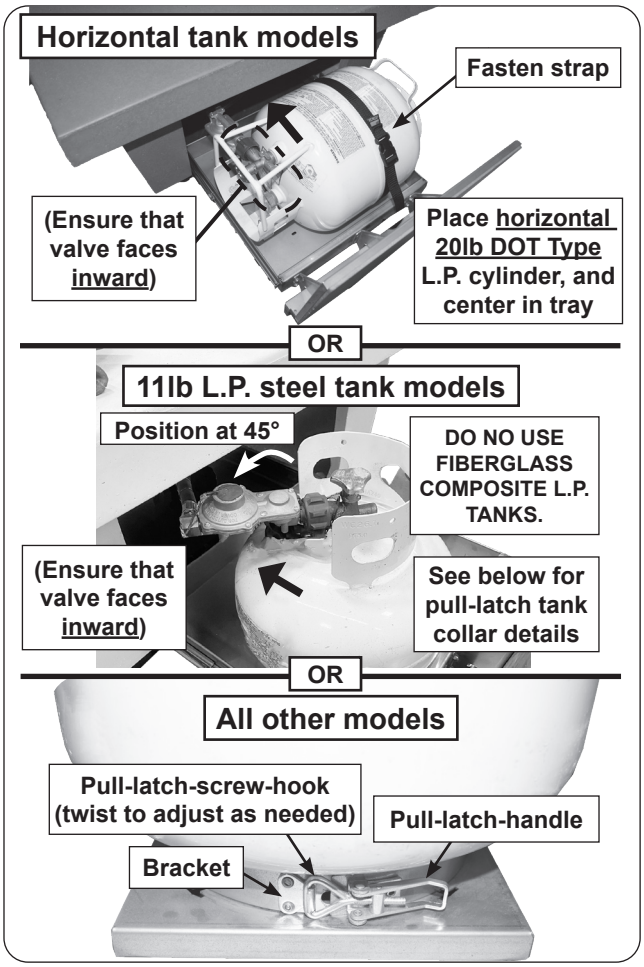
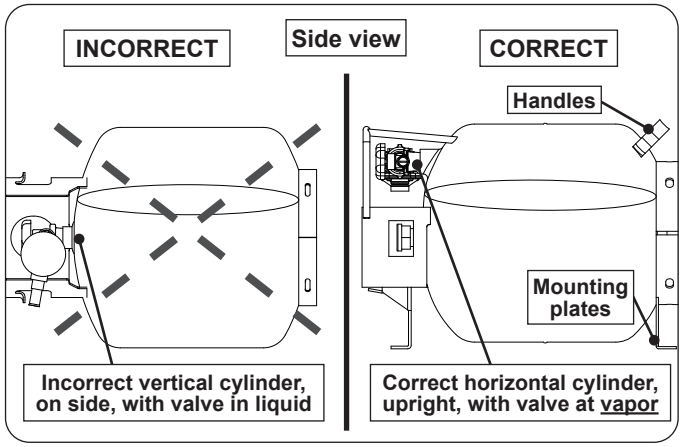

Fig. 38-2 L.P. Cylinder placement
Fig. 38-3 Horizontal L.P. Cylinder detail (if applicable)
3. The propane cylinder (not included) is to be located inside the base of the unit, via the storage door/drawer opening. Insert the cylinder into the tank holder tray and secure it. See Fig. 38-2, Fig. 38-3 (if applicable), and the details below:
- Ensure it is in the correct upright position, centered on the tray, and with the valve facing inward. See Fig. 38-2, 38-3 and follow the warning labels on the tank for proper placement.
- Ensure the collar is securely holding the cylinder in place. (If needed the pull-latch-screw-hook can be adjusted to tighten or loosen the collar.) See Fig. 38-2.